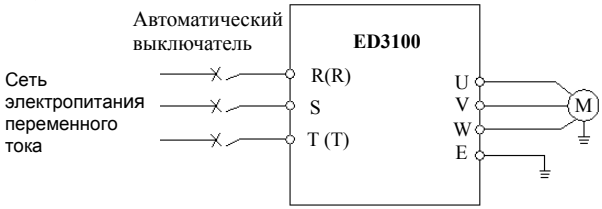

Рис.3-3 Простое подключение силовых цепей
(5) Между преобразователем и электродвигателем не следует устанавливать электромагнитный контактор и поглощающий конденсатор или другие резистивно-ёмкостные демпфирующие устройства, как показано на рис. 3-3.
(6) Чтобы иметь возможность использовать максимальную токовую защиту на входе и проводить техническое обслуживание при аварийном отключении питания, преобразователь должен подключаться к линии электроснабжения через промежуточный прерыватель.
(7) Соединительные провода (DI1 ~ DI6, DO1, DO2) входной и выходной цепей реле должны быть многожильными или экранированными проводами сечением более 0,75 мм^2; один конец экранирующей оболочки должен быть свободен, а другой − подключен к имеющейся на преобразователе клемме заземления E;